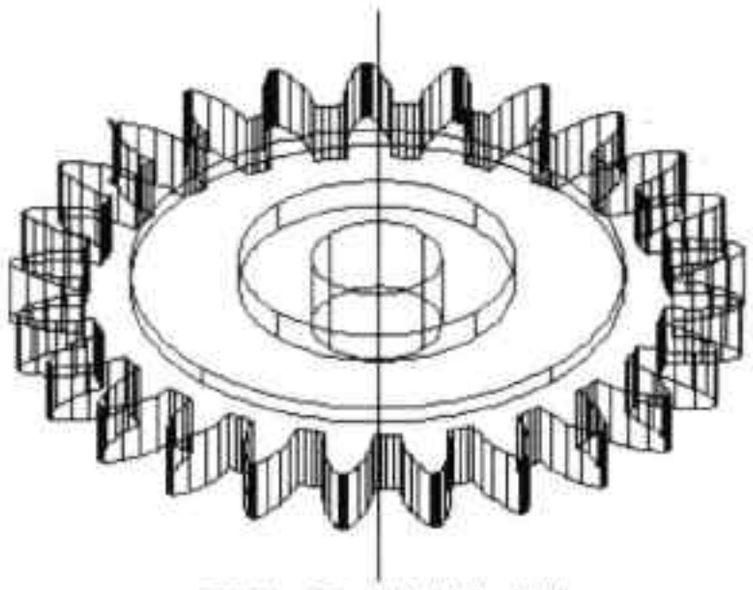

图12-62 绘制中心线
Step25 将视图设置为西南视图，执行“直线”命令，绘制齿轮模型中心线，如图 12-62 所示。